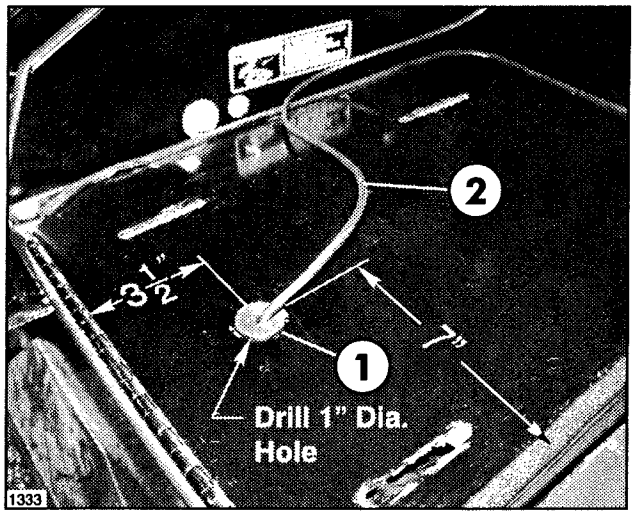

FIG. 1
2. Locate, mark & drill a 1" hole through the Seat Panel and insert (1) Grommet. See FIG. 1.
3. Push the Respirator Power Cable through the Grommet. Lay Respirator Power Cable across Seat Panel as shown in FIG. 1.